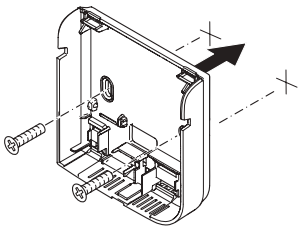

Rys. 46 - Zastosowanie śrub
3. Przykręć dolną część za pomocą śrub (Rys. 46).